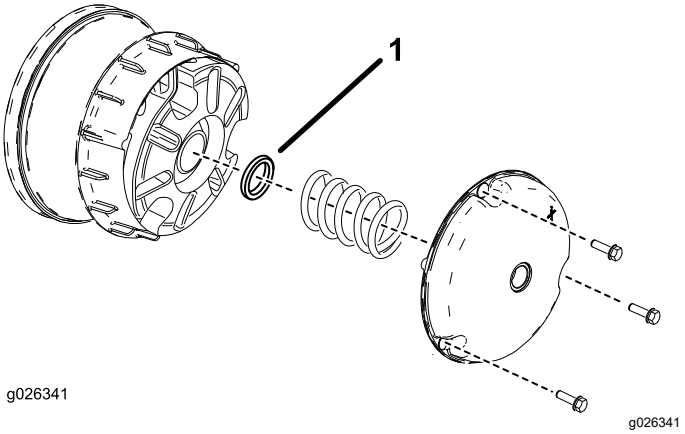

Figur 61
2. Afmonter boltene, der fastgør primærkoblings-dækslet som vist i Figur 61.